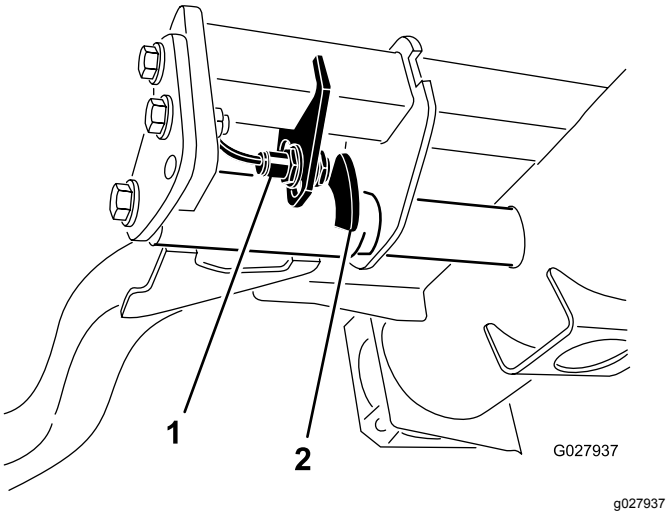

Figuur 54
2. De schakelaar van de hefarm bevindt zich onder de hydraulische tank achter de hefarm rechts voor (Figuur 54).
3. Draai de bevestigingsschroeven van de schakelaar los en zet de schakelaar lager om de draaihoogte van de hefarm te verhogen of hoger om de draaihoogte te verlagen (Figuur 54).